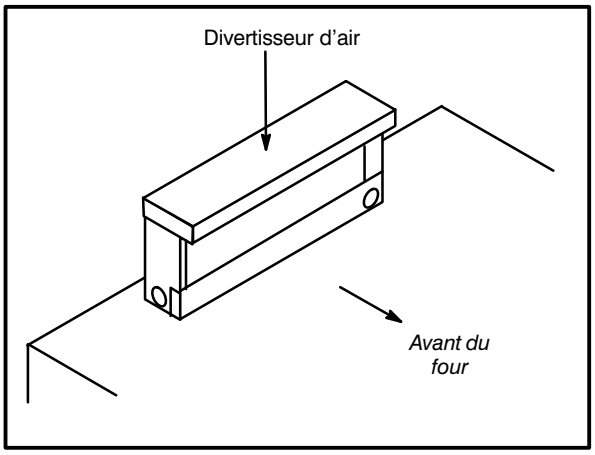

Figure 14
1. Placer le déviateur au-dessus du connecteur de cheminée avec la partie ouverte tournée vers l'avant du four. Voir Figure 14.